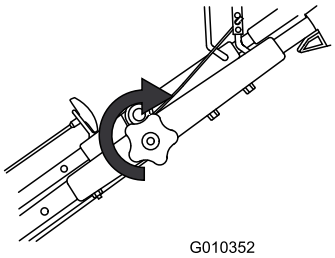

Figur 18
3. Stram den øverste håndtagsknap så meget som muligt (Figur 18).